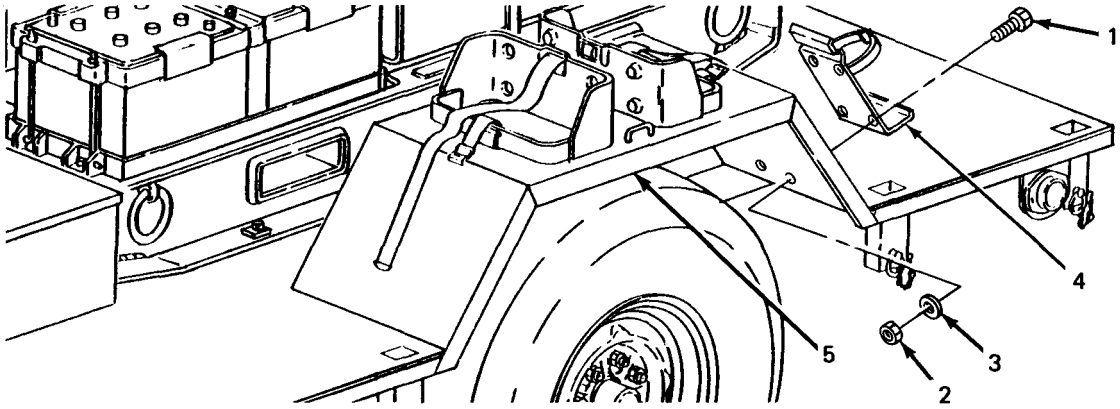

Figure 4-7. Fire Extinguisher Bracket Replacement.
4-19. Fire Extinguisher Bracket Replacement. (See figure 4-7.) The fire extinguisher supplied with the power unit is carried in a bracket mounted on the rear of the trailer roadside fender.
(1) Remove four screws (1, figure 4-7), four nuts (2), and four flat washers (3) securing bracket (4) to fender(5).
(2) Remove bracket (4) from fender (5).